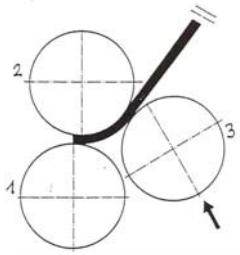

Imagen 2
- Curve la chapa en el radio deseado mediante la elevación del rodillo 3. (Vea imagen 2).